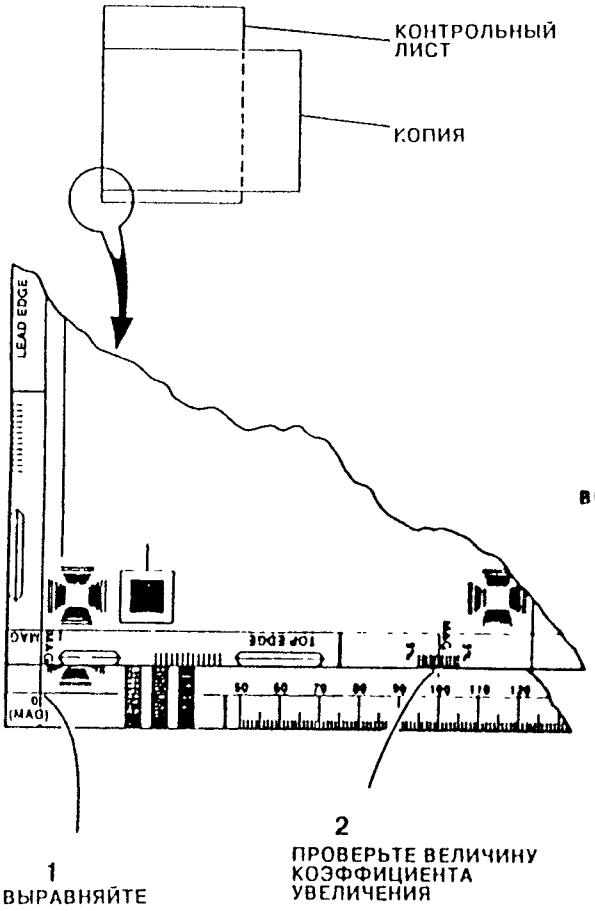

Рис. 2. Проверка в направлении сканирования
4. **Направление сканирования (50 – 141,4%):** Положите пятую копию поверх контрольного листа (смотрите Рис. 2) и проверьте, что коэффициент увеличения или уменьшения находится в пределах допуска (смотрите Таблицу 1). Если коэффициент увеличения/уменьшения не находится в пределах допусков, то выполните процедуру регулировки.